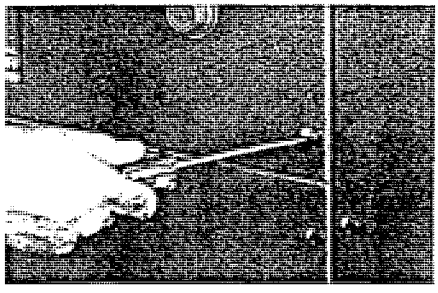

Figure 30: Loosening captive quarter-turn fasteners
2. Loosen the captive quarter-turn fasteners (figure 30) on the door and open it. Check for live circuits using a voltmeter. De-energize any voltage sources.